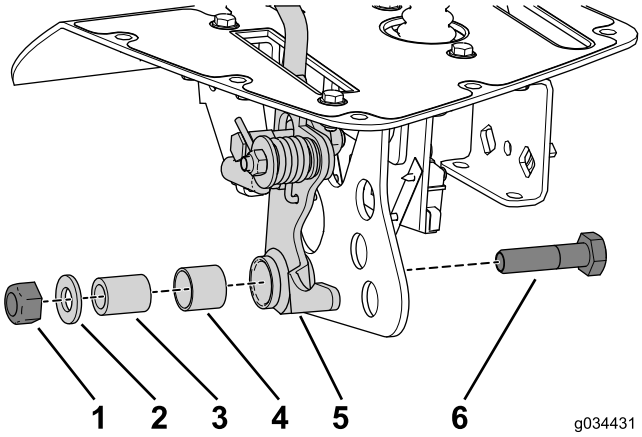

图22
2. 使用之前卸下的锁紧螺母、扁平垫圈、隔套和螺栓将手柄总成固定到支架上（图22）。